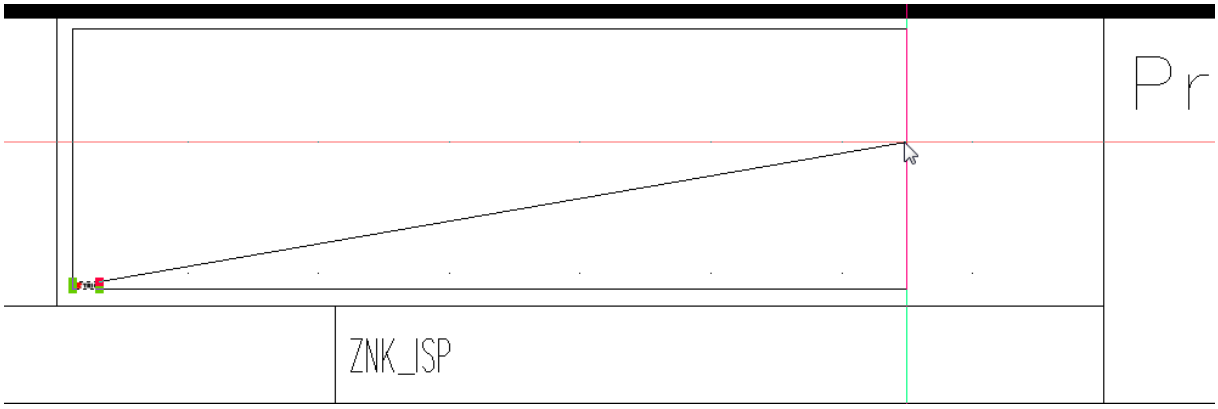

Bild 26.14 – Skalieren des Pixelbildes
- Ziehen Sie die rechte obere Ecke des Bildes in Position. Die Skalierung erfolgt gleichmäßig in beiden Dimensionen (Abb. 26.14).